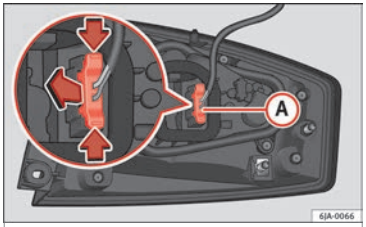

Fig. 154 Light connector at the rear of the rear light unit.
– Disconnect the light connector Ⓐ ››› Fig. 154 by moving its side levers (arrows) and pulling the connector outwards.